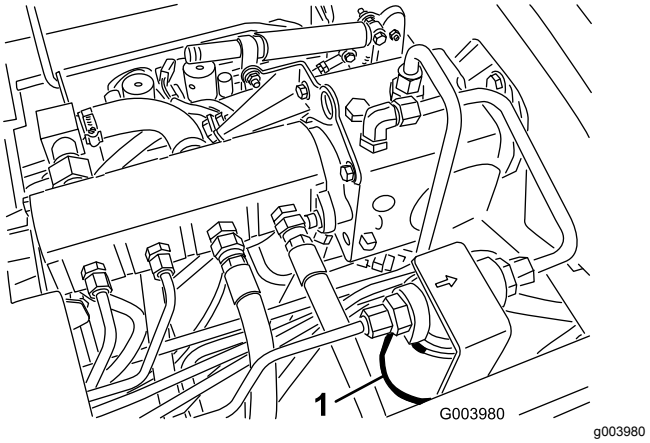
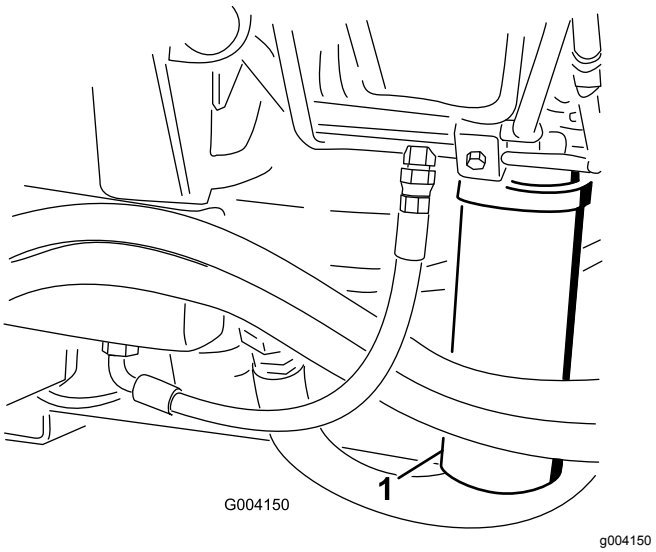

Figur 69
Figur 70
2. Rengjør området rundt der filteret skal festes, og plasser et tappefat under filtrene (Figur 69 og Figur 70).